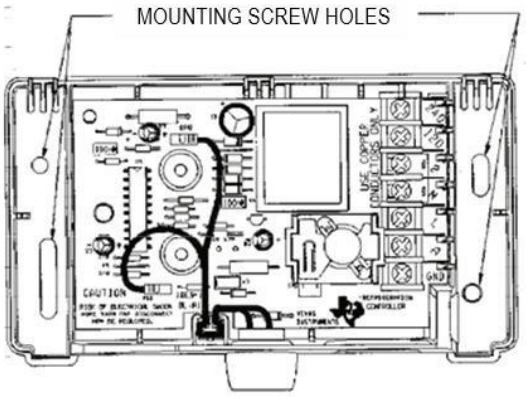

Figure 7
- Connect the 2 quick-connects to the “ORG” and “RED” spades. (Note: the connections may be interchanged; there is no polarity on these wires). Refer to **Figure 7**.